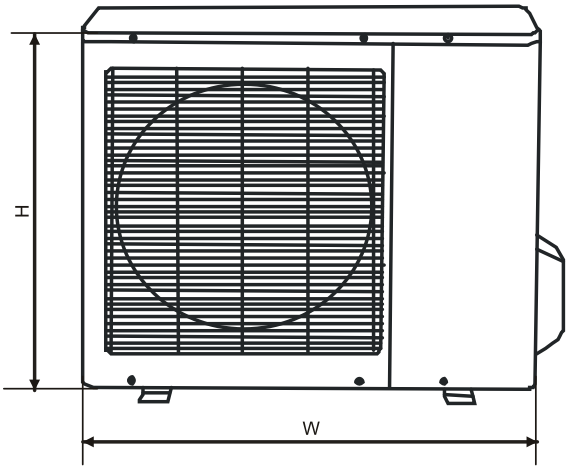
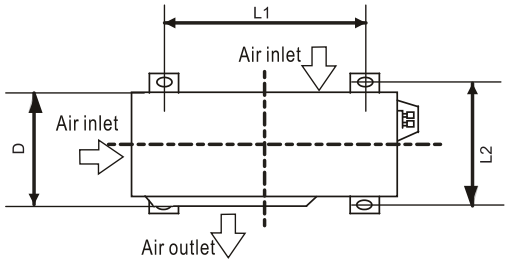

Fig.6-2
Fig.6-3
- The minimum distance between the outdoor unit and obstacles described in the installation chart does not mean that the same is applicable to the situation of an airtight room. Leave open two of the three directions.*(Refore to Fig.6-3)*
Refore to Fig.6-2～Fig.6-3